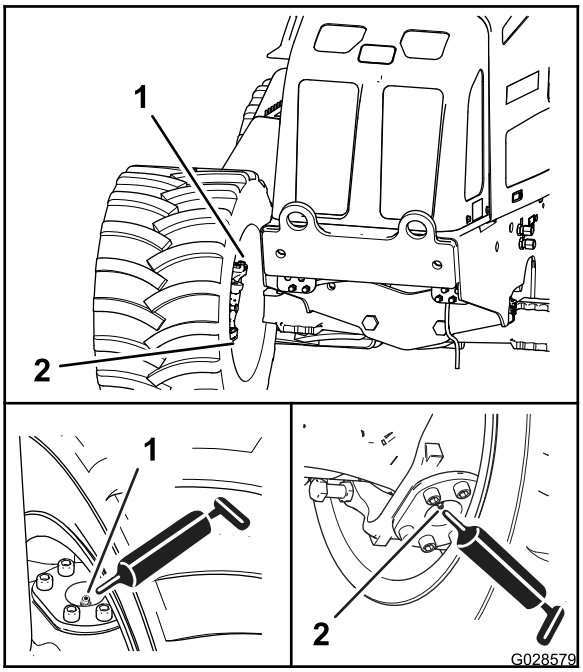
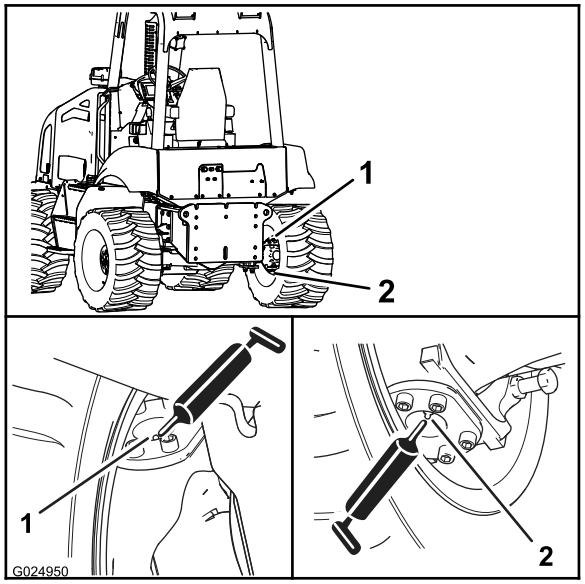

Figure 54
Figure 55
2. Raccordez une pompe à graisse aux graisseurs des pivots supérieur et inférieur, et injectez 2 ou 3 jets de graisse dans chaque graisseur (Figure 54 et Figure 55).